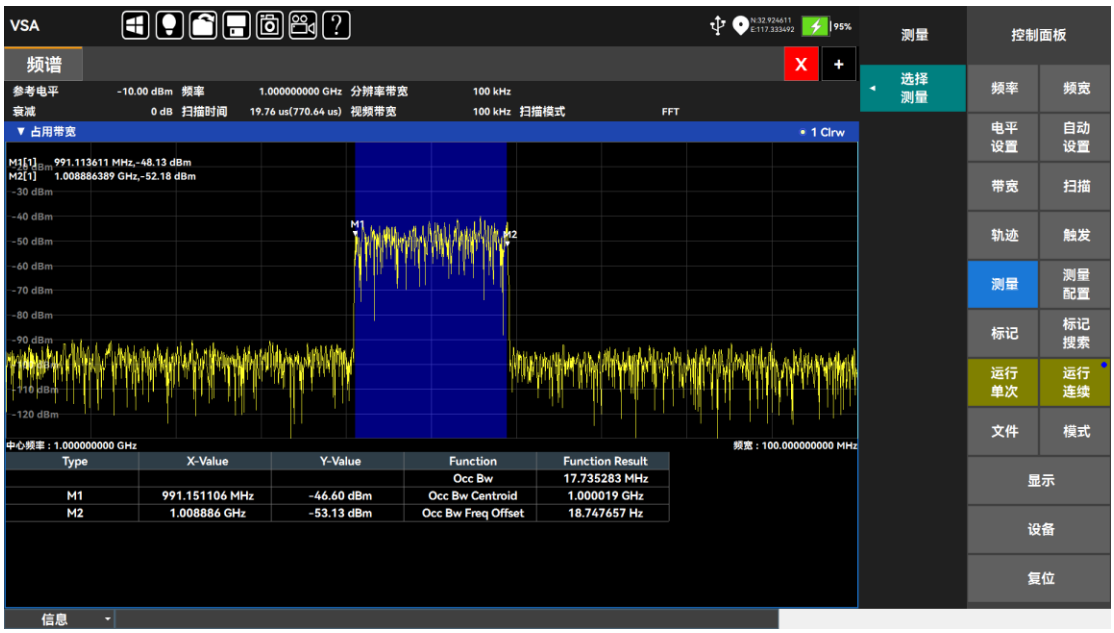

图 5.6 测量结果图
- 按【**信道带宽**】，设置带宽功能为 20MHz。测量结果如图 5.6 所示：